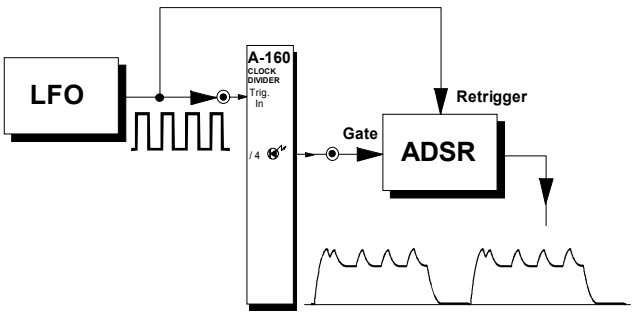

Abb. 2: ADSR-Hüllkurve mit 4-fachem Retrigger
Beim Patch in Abb. 2 triggert das von einem A-160 um den Faktor 4 (Ausgang ❹) geteilte LFO-Signal (Rechteck) einen ADSR. Das Originalsignal des LFO's wird dem Retrigger-Eingang des ADSR's zugeführt.